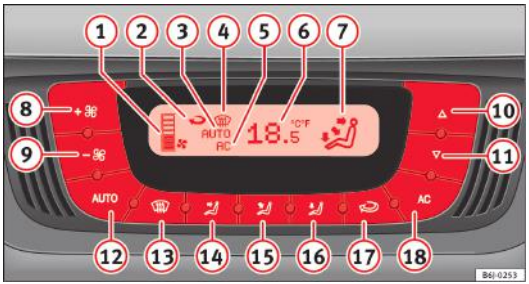

Fig. 96 Comenzile sistemului Climatronic de pe planşa de bord
– Apăsaţi tastele (10) şi (11) ⇒fig. 96 pentru reglarea temperaturii.
(1) Indicator turaţie aerotermă.
(2) Afişajul pentru recircularea aerului:
(3) Afişajul **AUTO** (funcţionare automată)
(4) Indicatorul pentru dezaburire
(5) Indicatorul AC (sistemul de răcire conectat)
(6) Indicatorul de temperatură selectată în habitaclu
(7) Indicatorul de direcţie a fluxului de aer
(8) Creşterea turaţiei ventilatorului
(9) Reducerea turaţiei ventilatorului
– Apăsaţi butonul AUTO. Va apărea indicaţia ⇒ fig. 96 (7).
– Apăsaţi tastele (10) şi (11) ⇒ fig. 96 pentru reglarea temperaturii dorite în habitaclu. Valoarea recomandată este de 22 ℃ (72 °F).
– Apăsaţi unul dintre butoanele de la ⇒ fig. 96 (14) la (16) sau apăsaţi butoanele (8) şi (9), pentru controlul aerotermei. Indicatorul se stinge (3).
Aeroterma poate fi reglată prin intermediul butoanelor (8) şi (9) ⇒ fig. 96. În cazul în care este dezactivată aeroterma (nu este afişat nivelul (1)) şi se menţine apăsat butonul (9), sistemul Climatronic se dezactivează. Pe ecran apare afişajul **OFF** (dezactivat).
– Apăsaţi butonul pentru activarea sau dezactivarea recirculării aerului. Acest mod este activat dacă simbolul ⇒ fig. 96 este afişat pe ecran.